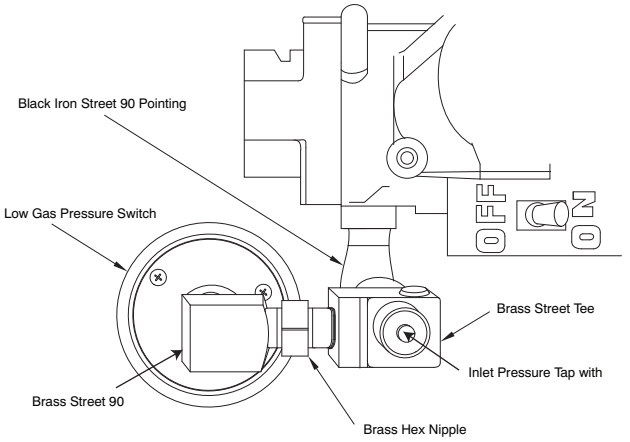

Fig. 10 - LGPS for 14-3/16 Casing or When Vent Passes Between Inducer and Burner Assembly
If the vent pipe passes between the inducer and burner assembly, or the furnace is a 14 3/16-in. wide casing, the switch may have been installed as follows. (See Fig 10.)
1. Remove low gas pressure switch, brass street 90° elbow, brass Hex nipple, brass tee and black iron street 90° elbow from the gas valve inlet pressure tap. (See Fig 10.)